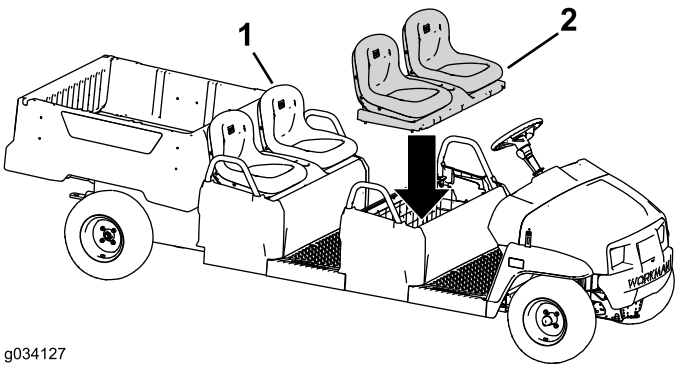

Figure 99
2. Montez l'ensemble siège d'origine sur la rangée de siège arrière (Figure 99).
3. Montez l'ensemble siège sur la rangée de siège avant (Figure 99).